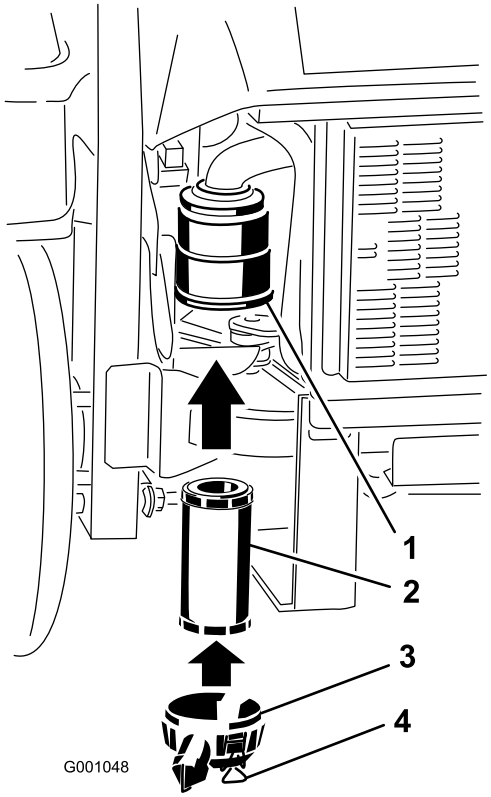

**Figuur 44**
2. Schuif het filter voorzichtig in de filterbehuizing (Figuur 44). Zorg ervoor dat het filter volledig vastzit door de buitenring van het filter tijdens de montage aan te drukken.
3. Monteer het luchtfilterdeksel en vergrendel dit (Figuur 44).